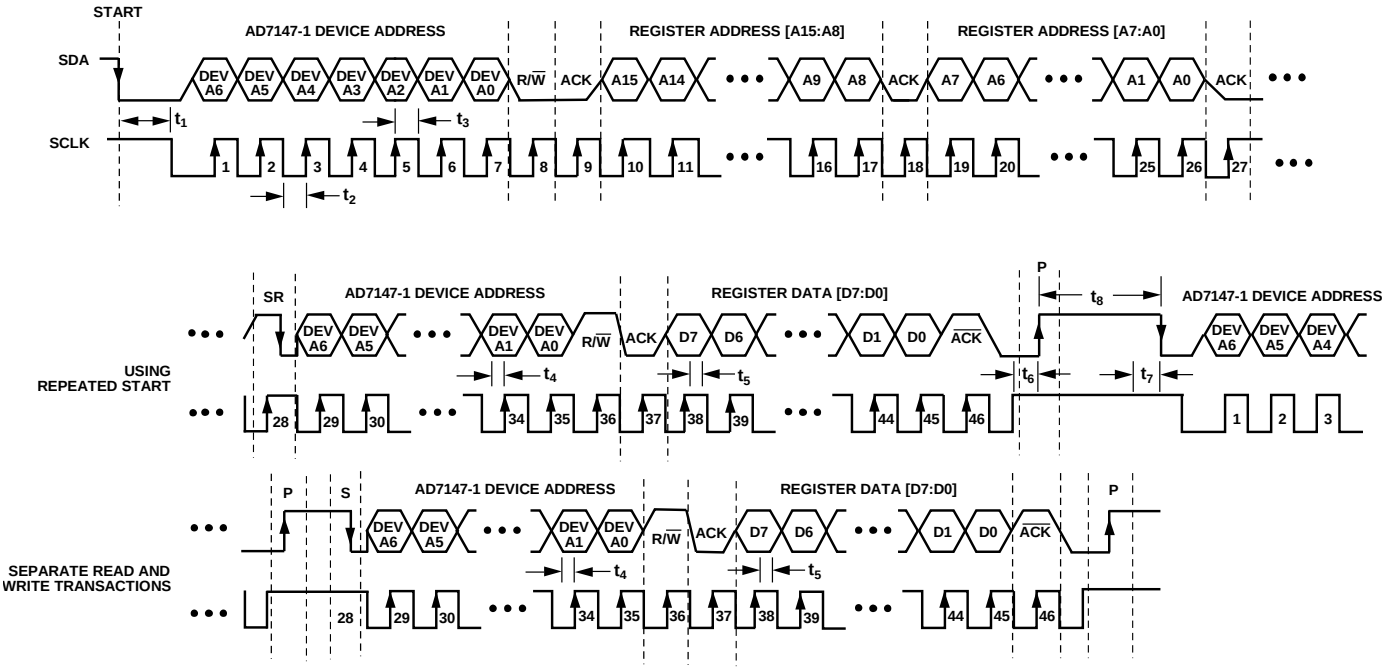
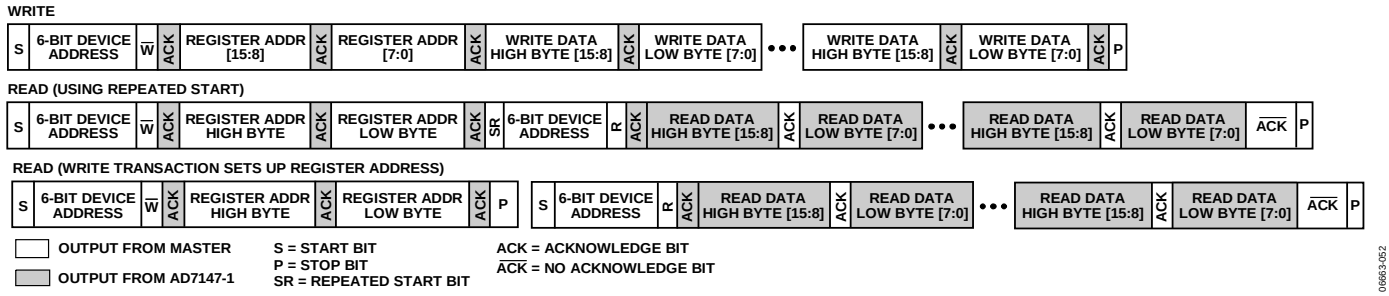

Figure 54. Example of I²C Timing for Single Register Readback Operation
Figure 55. Example of Sequential I²C Write and Readback Operations
The process for writing to the AD7147-1 over the I²C bus is shown in Figure 53 and Figure 55. The device address is sent over the bus, followed by the R/$\overline{W}$ bit being set to 0 and then two bytes of data that contain the 10-bit address of the internal data register to be written. The following bit map shows the upper register address bytes. Note that Bit 7 to Bit 2 in the upper address byte are don't care bits. The address is contained in the 10 LSBs of the register address bytes.
The AD7147-1 supplies the upper eight bits of data from the addressed register in the first readback byte, followed by the lower eight bits in the next byte. This is shown in Figure 54 and Figure 55.
3. Write to the Bank 1 registers at Address 0x000 through Address 0x007, outlined as follows. These registers are contiguous; therefore, a sequential register write sequence can be applied (see Figure 50 and Figure 55).